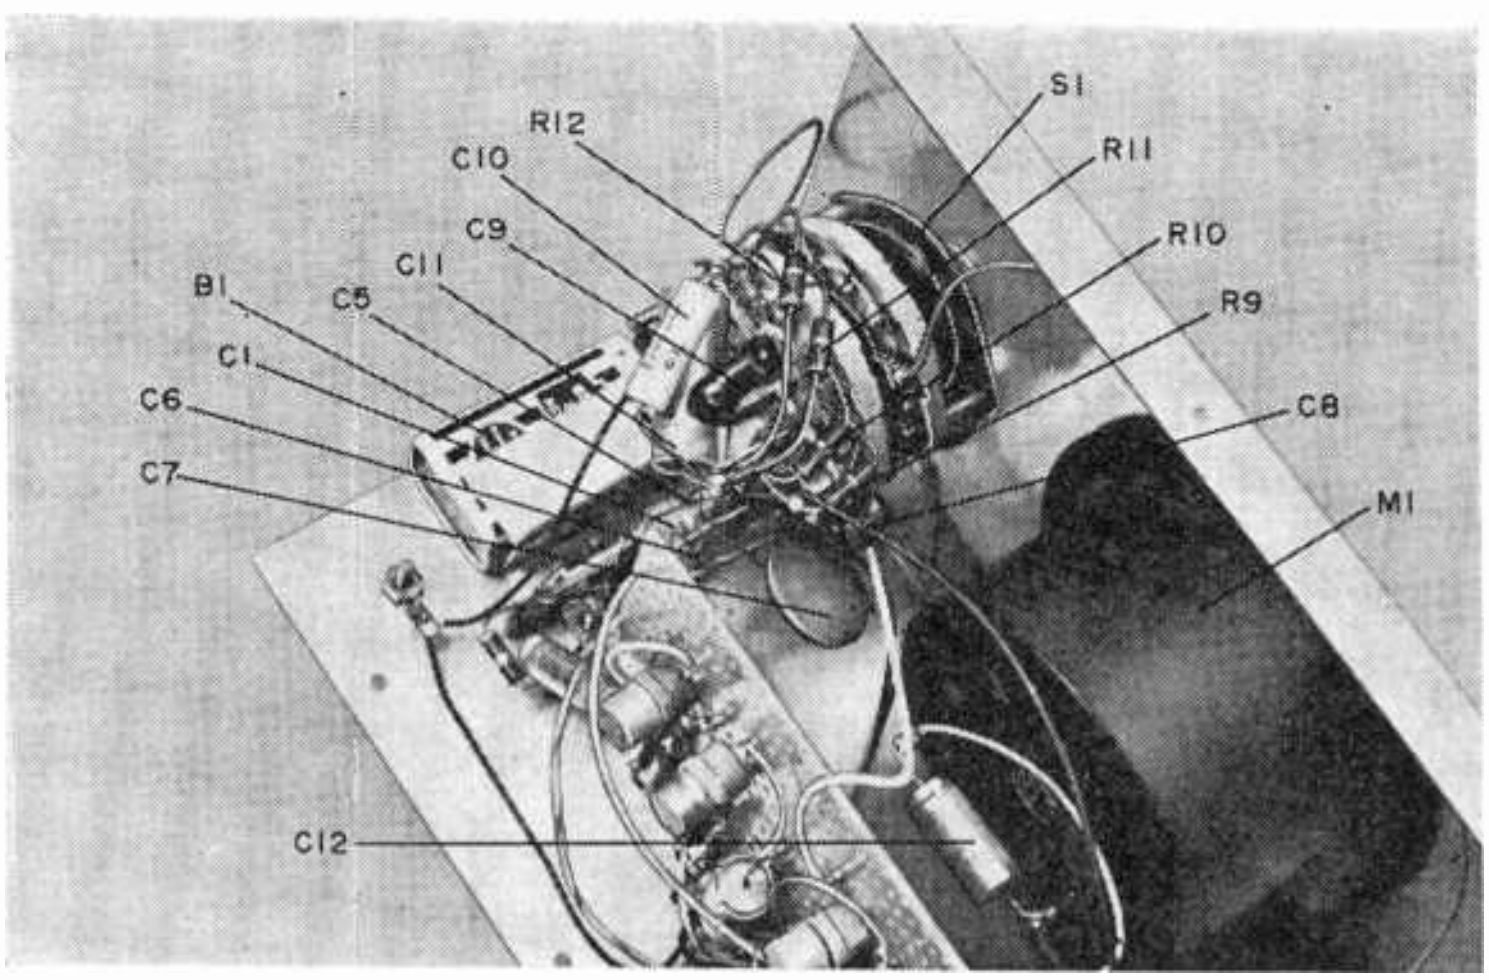

Fig. 3. The frequency-determining components can be assembled on the back of the switch, and the entire assembly mounted on the front panel.
**Construction.** Parts placement and layout is not critical. In Fig. 3, the test circuit is shown breadboarded on an 8½" x 6" piece of ¾" plywood. The front panel is an 8½" x 4½" piece of 16-gauge aluminum. More compact construction can be obtained by using a 6" x 5" x 4" aluminum utility box. Ground only those points shown in the schematic (Fig. 1). Use spaghetti to insulate *Q1*'s leads.
A three-lug terminal strip, mounted on the range switch (see Fig. 3), serves as potentiometers to achieve greater flexibility of adjustment during calibration. If you do use potentiometers, mount them on the circuit board instead of on the switch. Incidentally, the switch has five positions, although only four of these are used for range selection. The first position is your power on-off control.